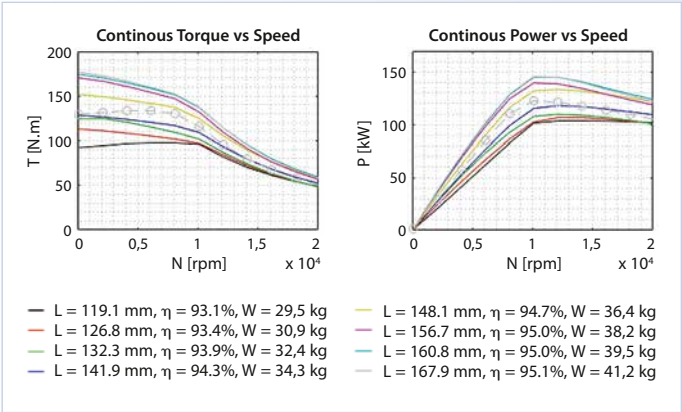

Fig. 2: Continuous performance of selected optimized designs
Thermal envelopes of specific designs picked on the front were calculated afterwards, considering maximum temperature of 180°C in the rotor cage and the stator winding (Fig 2). The results show a real trade-off between efficiency (η), machine length (L), weight (W) and continuous performance. The design 160.8 mm long appears to be the most promising solution with respect to the specification. Its geometry is shown in Fig 3.